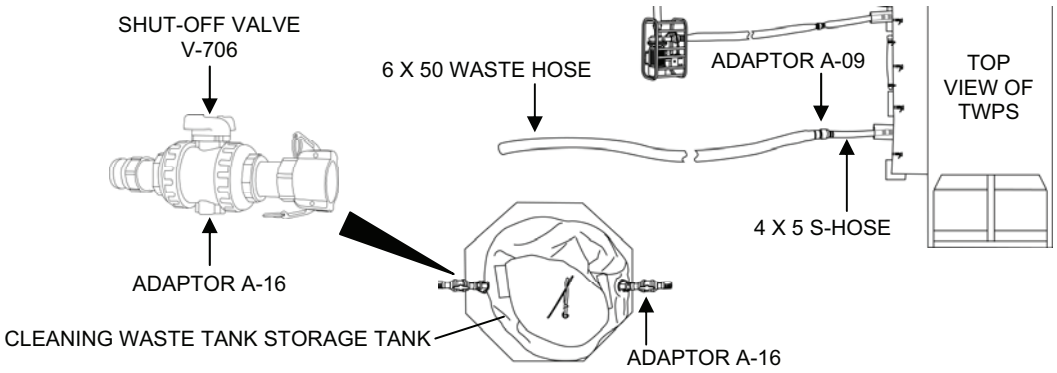

Figure 1. Cleaning Waste Storage Tank Set-Up.
b. Connect Adaptor A-09 and the 6” x 50’ red-banded waste out hose to the 4 x 5 waste hose (Figure 1) for hose layout.
1. Set up the Cleaning Waste Storage Tank if needed as follows (Figure 1):